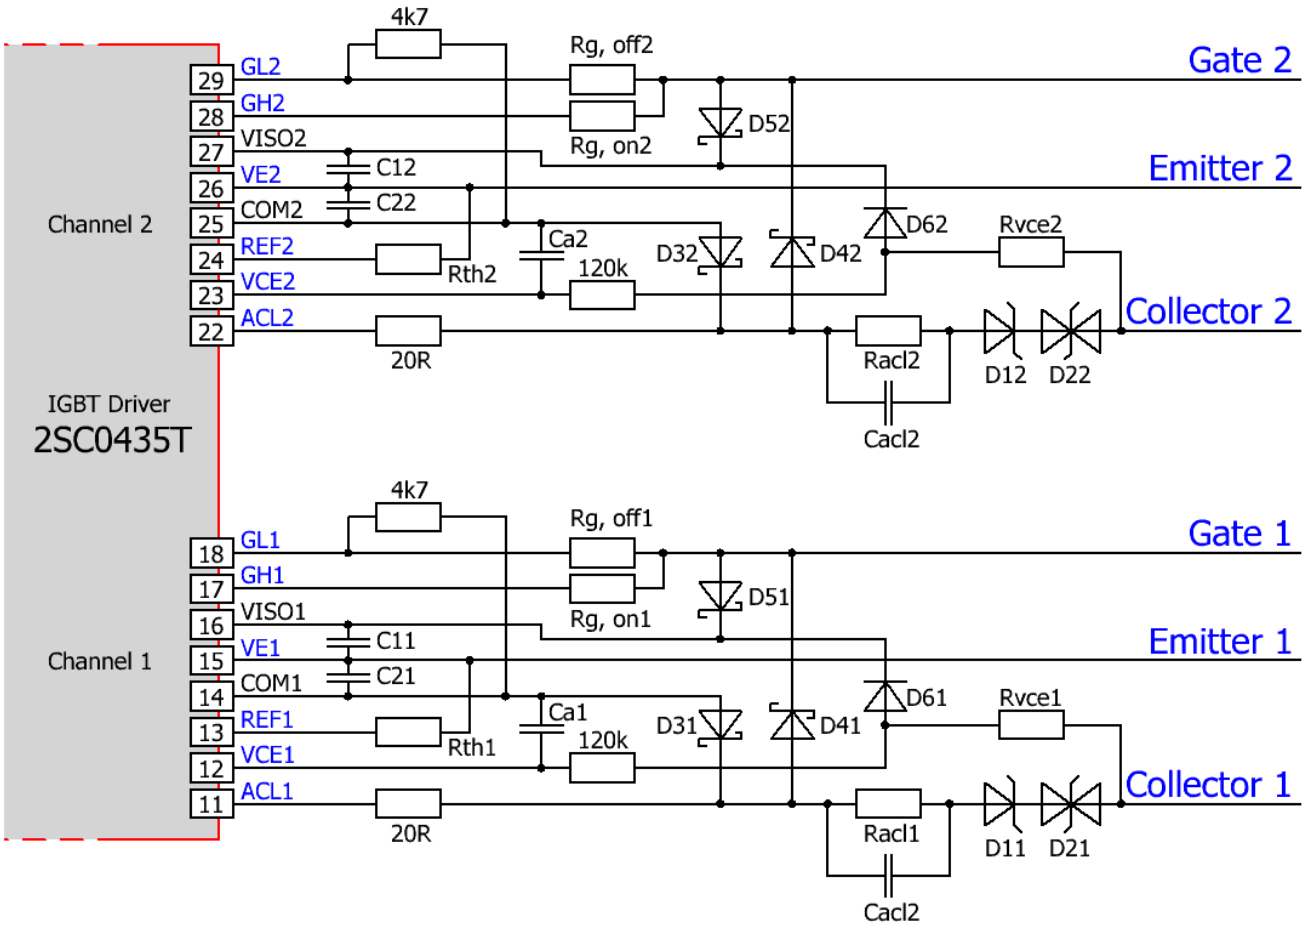

图7　2SC0435T副方用户接口推荐电路（具备高级有源钳位功能）
门极电荷3μC以内的功率半导体，无需在副方使用额外的电容即可驱动。对于门极电荷更高的IGBT或MOSFET，建议门极电荷从3μC开始每增加1μC，连接一个电容值最小为3μF的外部支撑电容。支撑电容必须放置在VISOx和VEx之间（图7中的C_{1x}）以及VEx和COMx之间（图7中的C_{2x}）。这两个电容必须尽可能靠近驱动器端子引脚处，以使电感最小。建议C_{1x}和C_{2x}使用相同的电容值（IGBT模式），推荐使用耐压>20V的陶瓷电容。
集电极电位检测回路必须按照图7中所示的电路连接到IGBT集电极或MOSFET漏极，以检测IGBT或MOSFET过流或短路。
基本有源钳位电路是将IGBT的集电极电位通过瞬态电压抑制二极管(TVS)反馈到IGBT门极的单反馈电路。2SC0435T支持CONCEPT的高级有源钳位，通过此功能还可将反馈信号送进驱动器副方的管脚ACLx：只要20Ω电阻（如图7所示）右侧的电压超过大约1.3V，驱动器内部的关断MOSFET就会被逐步关断，以提高有源钳位的效率，降低TVS中的损耗：当20Ω电阻（如图7所示）右侧的电压达到20V（参考COMx）时，关断MOSFET将会被完全关断。
推荐使用图7中所示的电路。下面的参数必须针对具体的应用进行修改：
- 第一种模式是默认IGBT设置，使用一个15V（典型值）的正（稳压）开通电压和一个（非稳压）关断电压（如图7所示）。
2SC0435T驱动器的每个通道都配有V_{ce}检测电路。推荐的外部电路如图7所示。电阻（图7中的R_{thx}）用作设置关断的参考阈值。流过R_{thx}的电流值为150μA（典型值）。建议选择大约10V的阈值电压（R_{thx}值大约为68kΩ）。在这种情况下，驱动器将能可靠地进行IGBT短路保护，但是不一定能进行过流保护。过流保护的时间优先级较低，建议通过主控制器来实现。